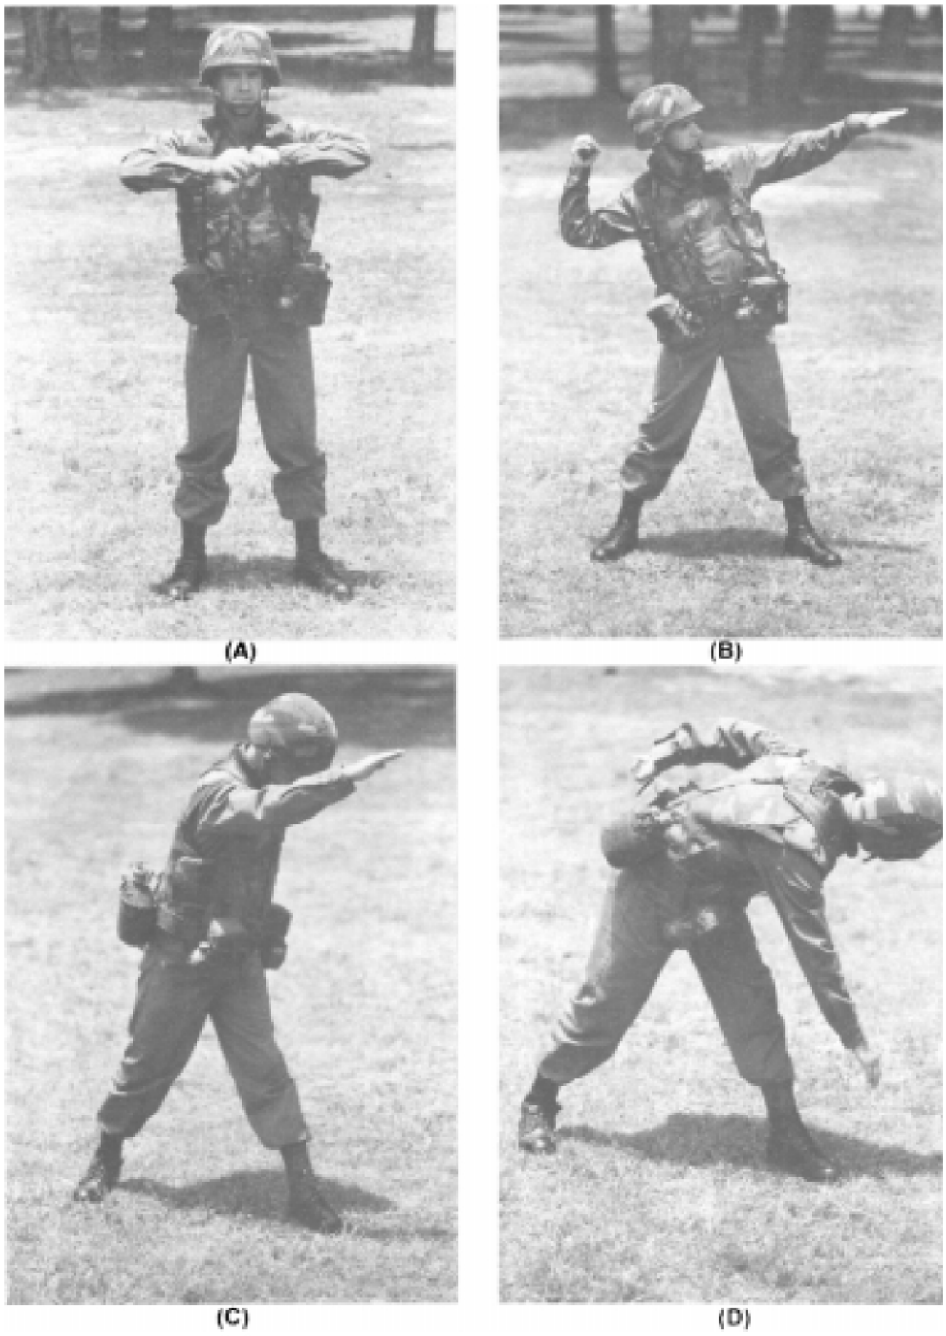
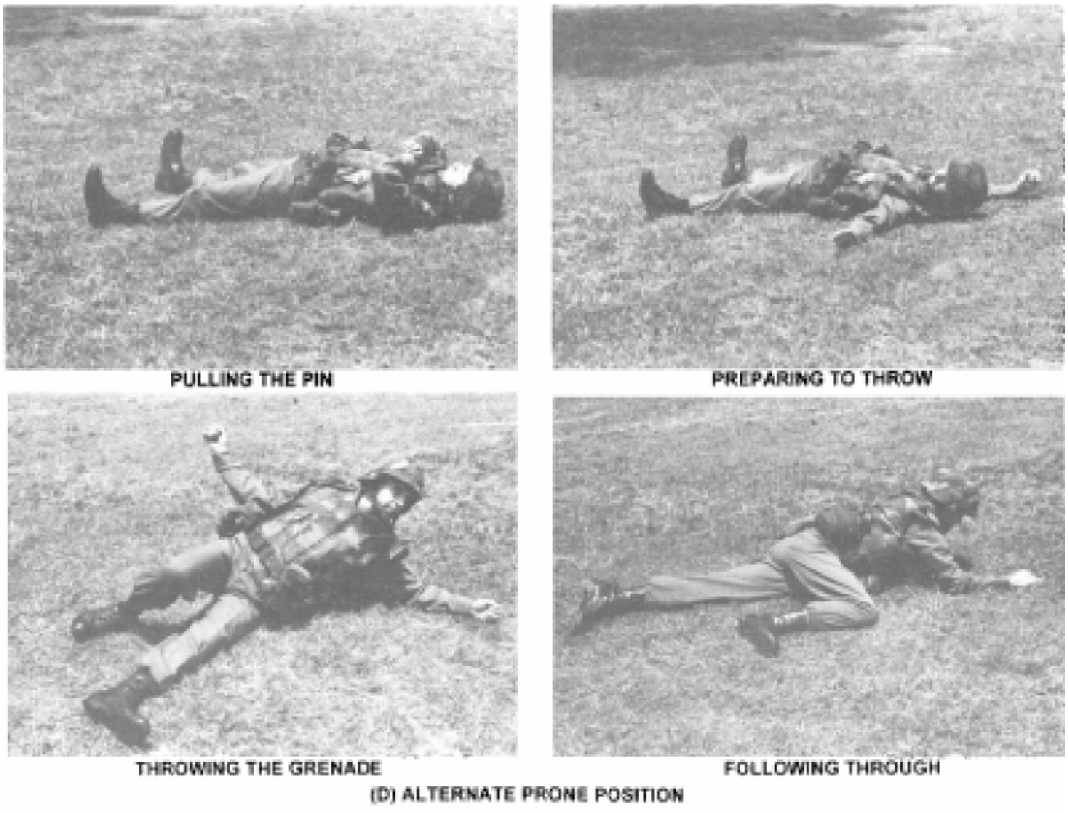

Figure 12-10.—Throwing the hand grenade.
Figure 12-11.—Throwing positions—Continued.
2. Hold the grenade at shoulder level with the grenade in your throwing hand and the index finger of your opposite hand grasping the pull ring (fig. 12-10,
4. Throw the grenade with an overhead throwing motion, keeping your eyes trained at all times on the target. Release the grenade somewhere forward of your body and in your general field of vision (fig. 12-10, views B and C). In this way you take advantage of the hand-and-eye coordination inherent in most people.
5. Follow through on your throwing motion beyond the point where you released the grenade (fig. 12-10, view D). This follow-through improves distance and accuracy and relieves the strain on your throwing arm.
The STANDING POSITION (fig. 12-11, view A) is the most natural one from which to throw grenades. This position allows you to obtain the greatest possible throwing distance. To throw from this position, use the instructions listed above and shown in figure 12-10.
The KNEELING POSITION (fig. 12-11, view B) reduces the distance that you can throw a grenade. Use this position when you have only a low wall, a shallow ditch, or a similar type of cover to protect you. To throw from this position, use the following instructions: